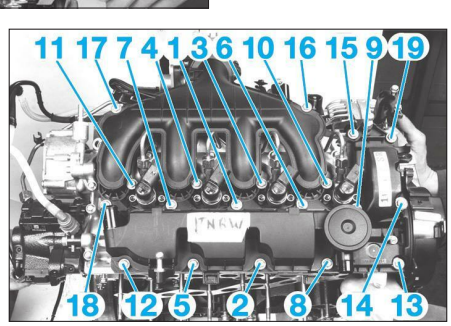

**Fig. 60**
- le collecteur d'admission avec des joints neufs et serrer les vis dans l'ordre **(Fig.60)** et au couple prescrit.